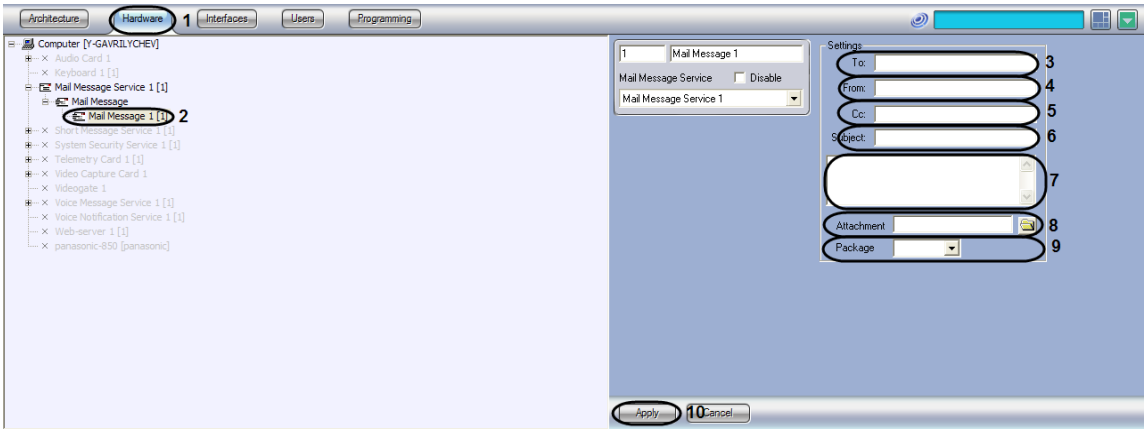

Figure 8.10-7. Setting up the Mail Message object
1. Go to the Hardware tab of the System Settings window (Figure 8.10-7).